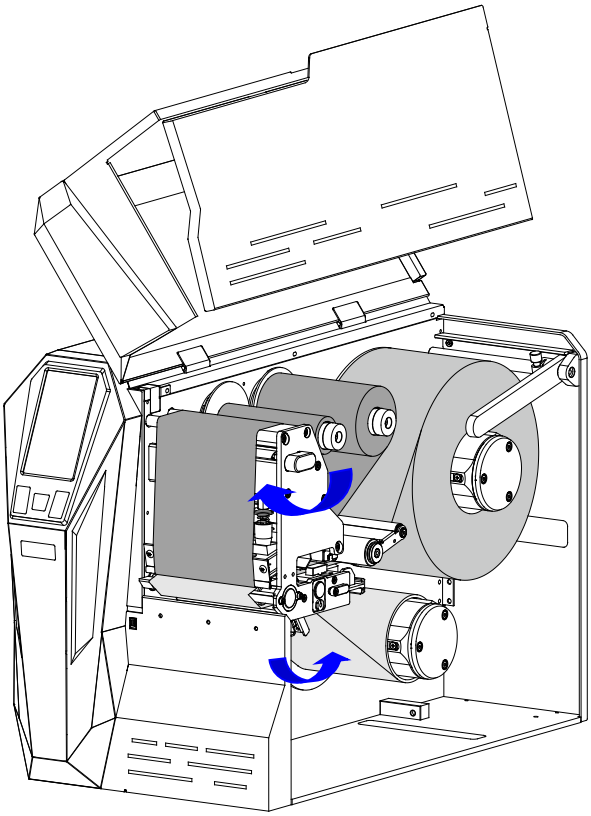

Figure 2-32 Lock the Printhead
11. Turn the Printhead Handle clockwise to lock the Printhead in place, and flip the Pinch Roller Assembly towards the hooks until you hear a "click". As shown in Figure 2-32.
4. The "Installation Directory" screen displays. Click "Browse…" and select where the files will be installed, then click "Next", as shown in Figure 2-32.